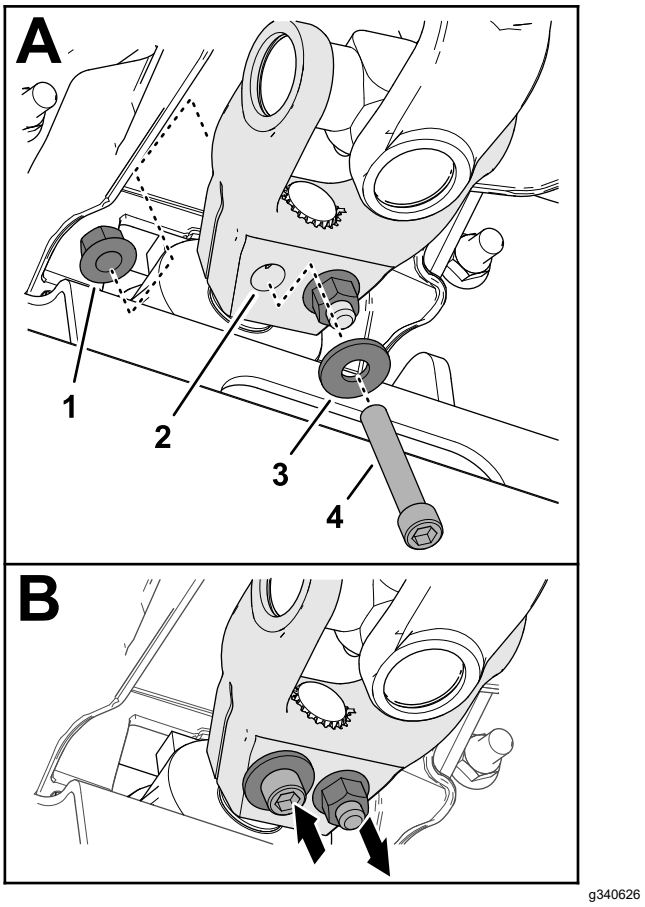

Figura 17
6. Monte un tornillo de caperuza de cabeza allen (⅜" x 2¼") a través de una arandela (⅜") y del taladro en la horquilla del árbol de transmisión (Figura 17) y fije el tornillo de caperuza con una contratuerca con arandela prensada (⅜").
7. Monte un tornillo de caperuza de cabeza allen (⅜" x 2¼") a través de una arandela (⅜") y del taladro en la horquilla del árbol de transmisión desde la dirección opuesta (Figura 17) y fije el tornillo de caperuza con una contratuerca con arandela prensada (⅜").